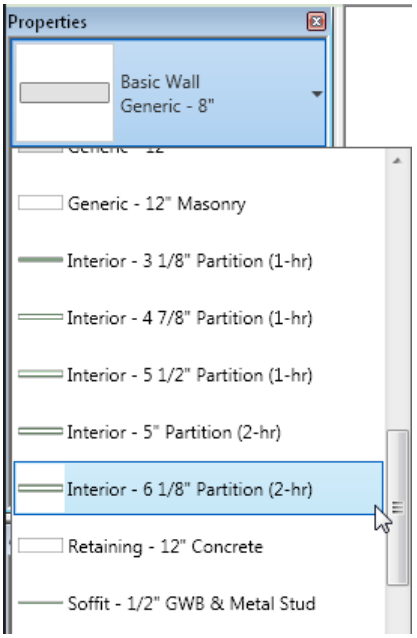

Figure 3-68 *Selecting the interior wall type from the* ***Properties*** *palette*
b. Invoke the **Wall: Architectural** tool and select the required wall type, refer to Figure 3-68.
1. Select the required option from the **Type Selector** drop-down list in the **Properties** palette, as shown in Figure 3-68.